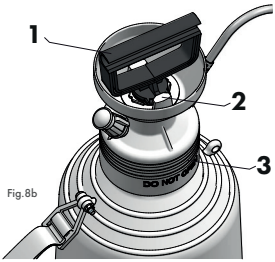

Fig.8b
Remove the pump from the head - to do this, lock the piston rod (fig. 8b/pos. 1) in the cylinder brackets (fig. 8b/pos. 2). Unscrew the pump counterclockwise, holding the piston rod (fig. 8b/pos. 1).
Screw the pump off the head - to do this, lock the piston rod (fig. 8b/pos. 1) in the cylinder brackets (fig. 8b/pos. 2). Unscrew the pump counterclockwise, holding the piston rod (fig. 8b/pos. 1).